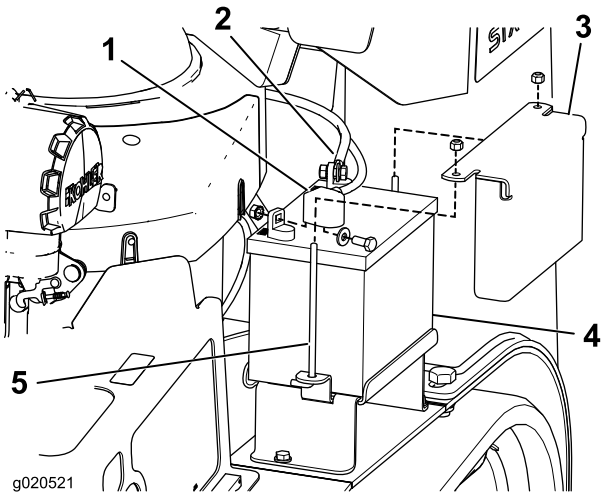

Figur 42
3. Lyft av gummikåpan från minuskabeln. Lossa batteriets minuskabel från batteriets minuspol (–) (Figur 42).
4. Skjut av den röda anslutningsskon från batteriets pluspol (röd). Lossa sedan batteriets pluskabel (röd) (Figur 42).
5. Ta bort batterilåsfästet, j-skruvarna och låsmuttrarna som fäster batteriet (Figur 42) och ta bort batteriet.
1. Sätt in batteriet i maskinen (Figur 42).
3. Montera först pluskabeln (röd) på batteriets pluspol (+) med en mutter, bricka och skruv (Figur 42). Trä gummikåpan över polen.
4. Anslut sedan batteriets minuskabel och jordkabel till batteriets minuspol (–) med en mutter, bricka och skruv (Figur 42). Trä gummikåpan över polen.